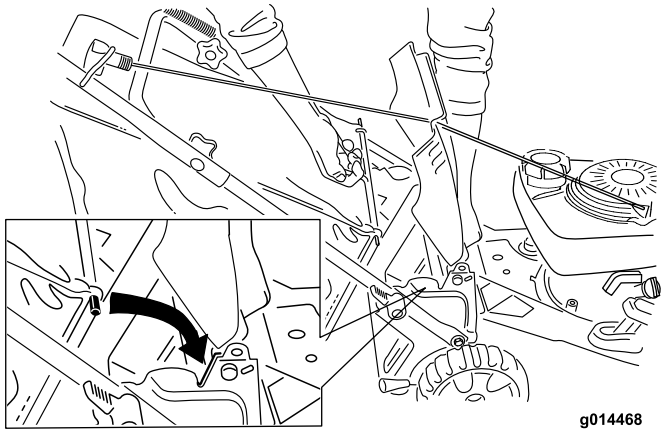

Figura 18
2. Mantenete sollevato lo sportello posteriore, agganciate il cesto di raccolta nelle apposite tacche e abbassate lo sportello posteriore (Figura 18).